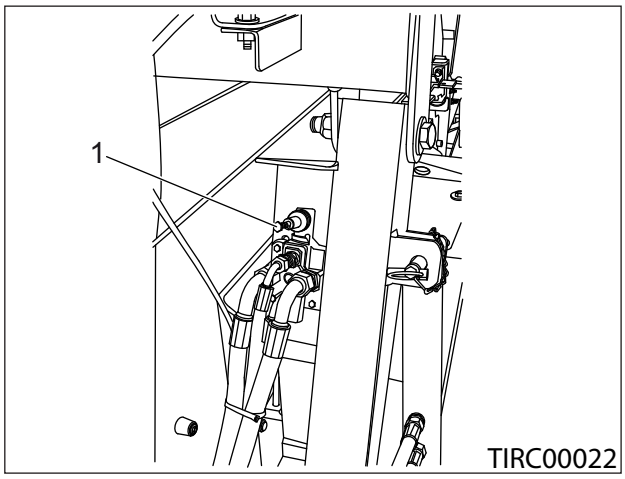

Figure 9.13 - Screen Tensioning Ram Control
8. Pin the cylinders at the end through the screen tension bar (Item 1), Reference: Figure 9.13.